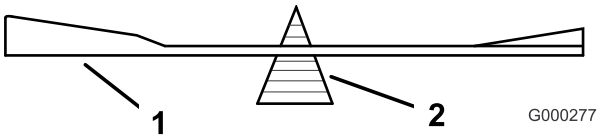

Figur 58
2. Kontrollera knivens balans med hjälp av en knivbalanserare (Figur 58). Om kniven stannar kvar i ett horisontellt läge är den i balans och kan användas. Om kniven inte är balanserad kan du fila bort lite metall från knivens segeldel (Figur 58). Upprepa proceduren tills kniven är balanserad.